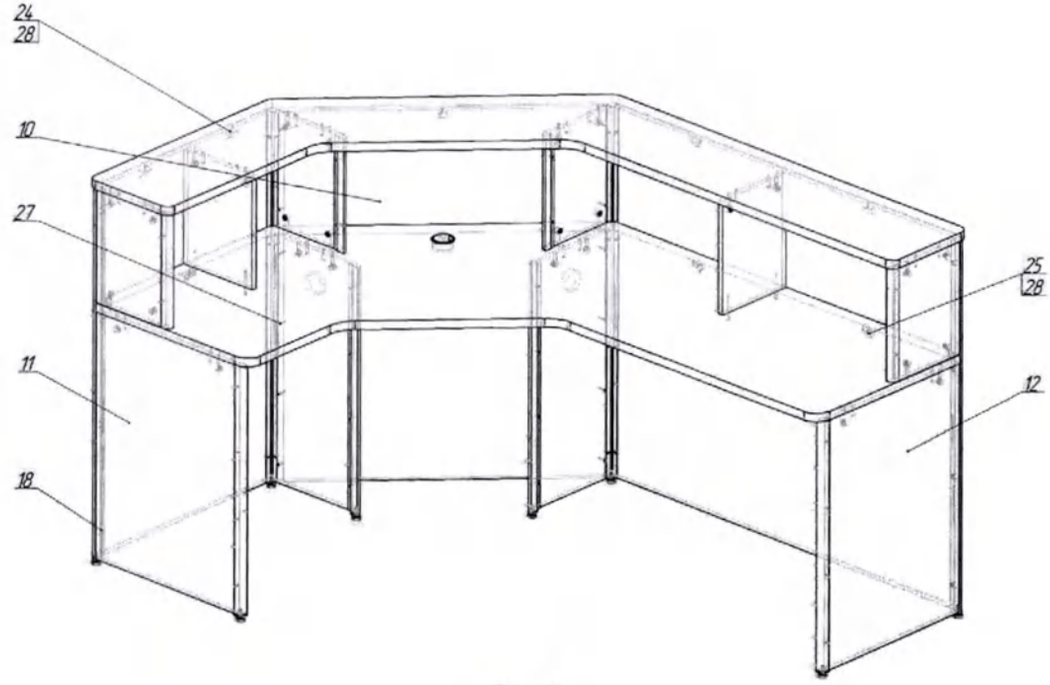

Рис.7
4.21.Закрепить на средних передних профилях среднюю фронтальную панель стола при помощи саморезов 4,5х30 (27), закрутив их в торец фронтальной панели в подготовленные сквозных отверстия средних опор стола и стоек надстройки (рис.7).
4.22.Правую и лев фронтальные панели закрепить на полочках передних профилей при помощи саморезов 3,5х16 (рис.7) (18).
4.23.Дополнительно закрепить фронтальные панели уголками, как показано на рис.7. К столешнице надстройки фронтальные панели крепятся пластиковыми уголками и саморезами 3,5х16 (28), к столешнице стола – металлическими уголками с пластиковой заглушкой и саморезами 3,5х16 (28) (рис.7).